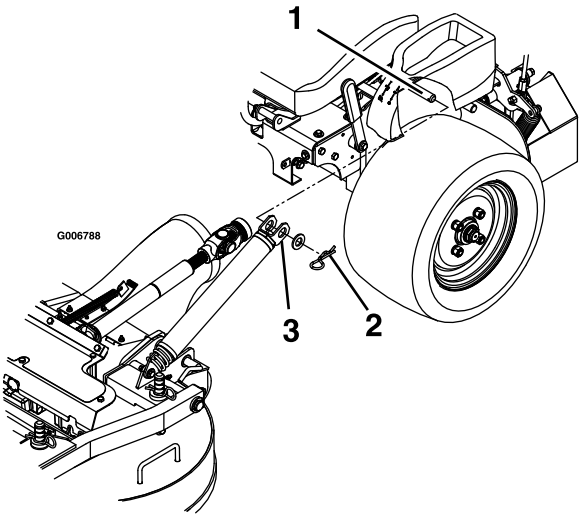

Figuur 75
3. Verwijder de haarspeldveren en onderlegringen aan de bovenkant van de veer van het maaidek aan elke kant van de machine (Figuur 75).
9. Monteer de veren op de veerpennen onder de bedieningspanelen links en rechts, en zet deze vast met een ring en een haarspeldveer (Figuur 75).